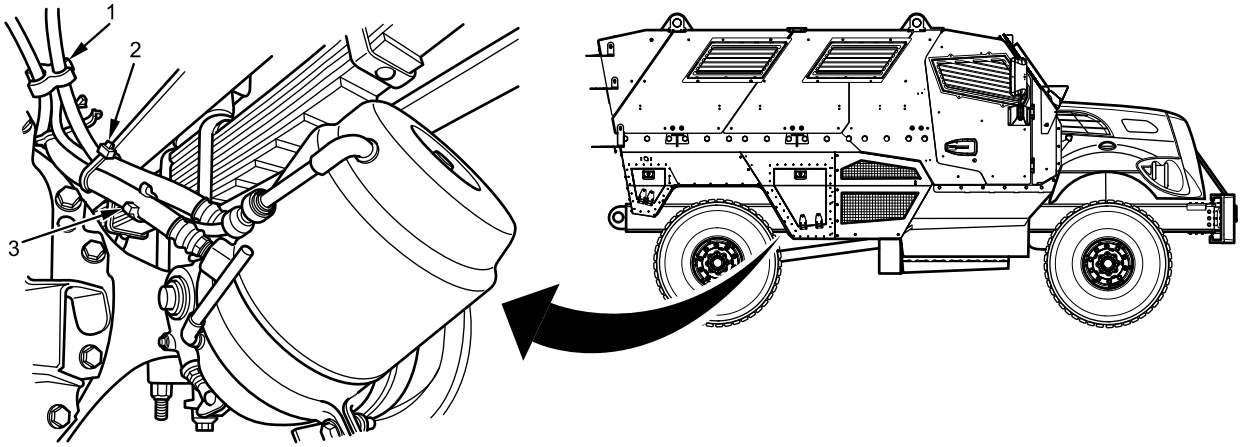

Figure 8. Brake Chamber.
5. Secure air hoses with new cable lock straps (Figure 8, Item 2).
6. Install ABS sensor wire clip (Figure 8, Item 3) to air line.
7. Install hose clip (Figure 8, Item 1) to air lines.